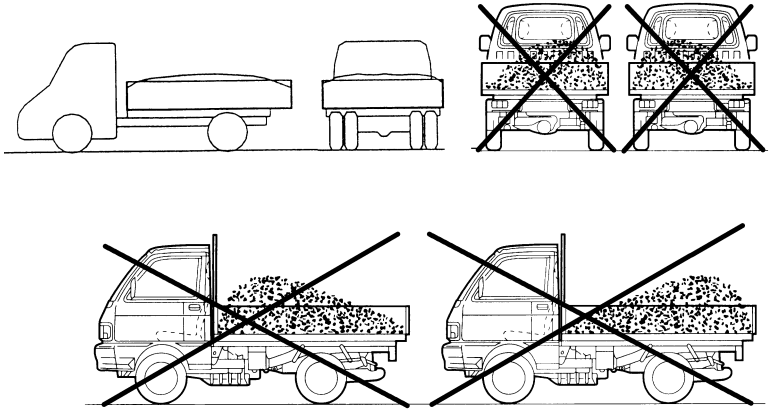

Abb. 20
- Die Ladung gleichmäßig auf der Ladefläche verteilen (Abb. 20), falls erforderlich, die Ladung nur im Zentrum anhäufen, die ungleichmäßige Verteilung der Ladung kann zur Folge haben: